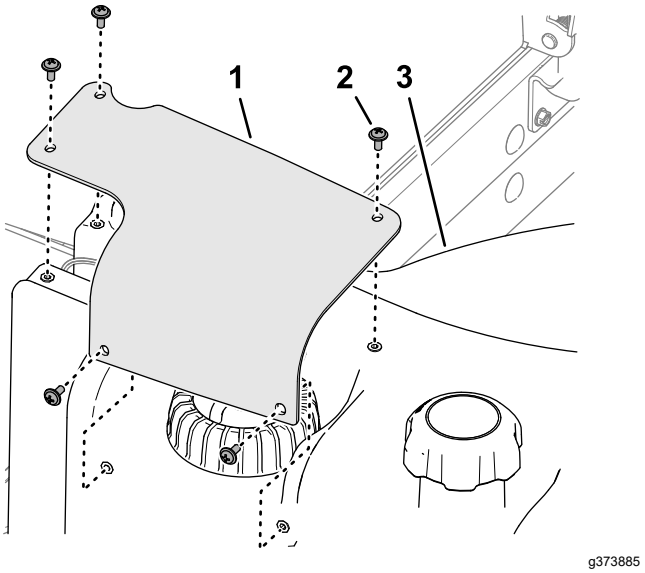

Figur 87
2. Fjern de 5 stjerneskruer, der fastgør brændstofsenderafskærmningen til brændstoftanken, og afmonter afskærmningen (Figur 87).